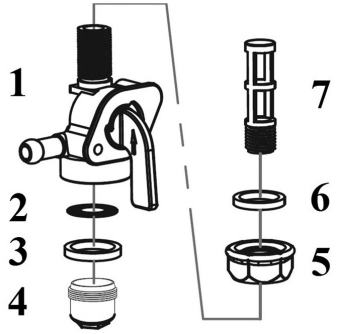

Рис. 20 Устройство топливного крана
Устройство топливного крана показано на Рис. 20.
2. Открутите контргайку 5 на 1-2 оборота (Рис. 20).
5. Извлеките из корпуса топливного крана 1 уплотнительное кольцо 3 и сетчатый фильтр 2 (Рис. 20).
6. Выкрутите из корпуса топливного крана сетчатый фильтр 7 (Рис. 20).